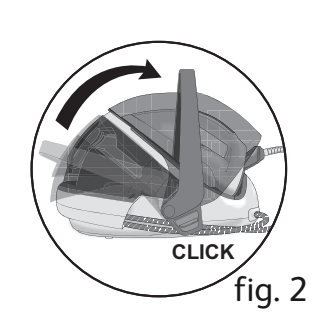

fig. 2
1. Fermer le volet de protection jusqu'au "clic". fig.2